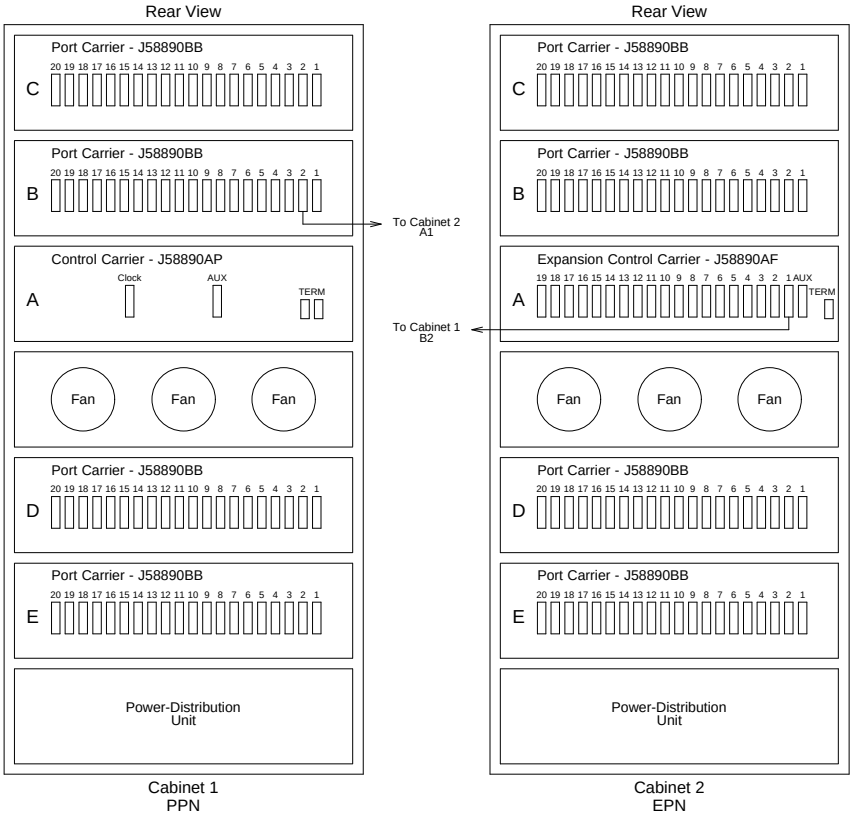
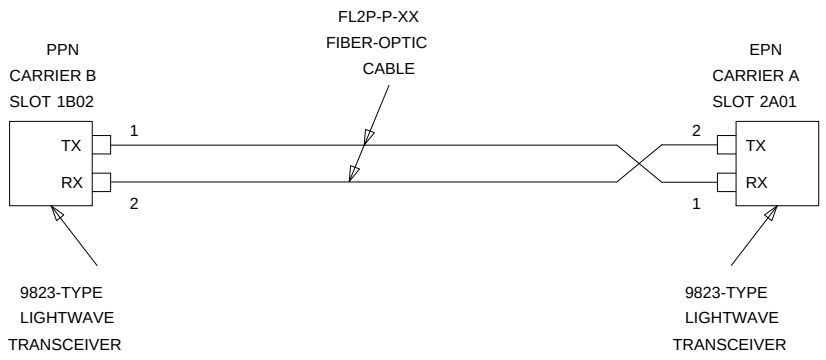
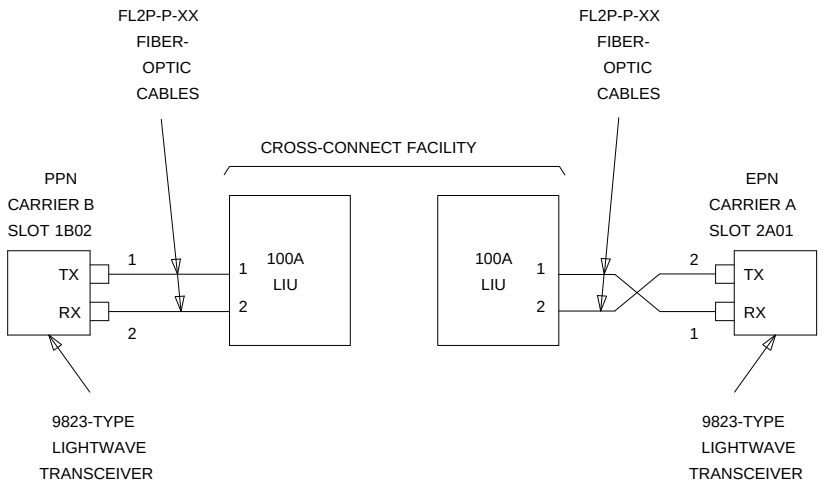

Figure 2-11. Standard-Reliability G3r V4 with Two Port Networks
Figure 2-12. Fiber-Optic Connections Collocated Cabinets
Figure 2-13. Fiber-Optic Connection Remote Cabinets
The connectors on the lightwave transceivers are labeled either "TX" (transmit) or "RX" (receive), while the fibers attached to each connector are numbered either ''1'' or ''2.'' A viable fiber connection is only made when both fibers in each cable (that is, ''1'' and ''2'') route from the "TX" connector of a port network to the "RX'' connector of its adjacent port network. For an example, refer to Figure 2-12.
1. Behind port carrier B of the PPN cabinet (see Figure 2-11 and Figure 2-12):
1. Behind port carrier B of the PPN cabinet (see Figure 2-11 and Figure 2-13):